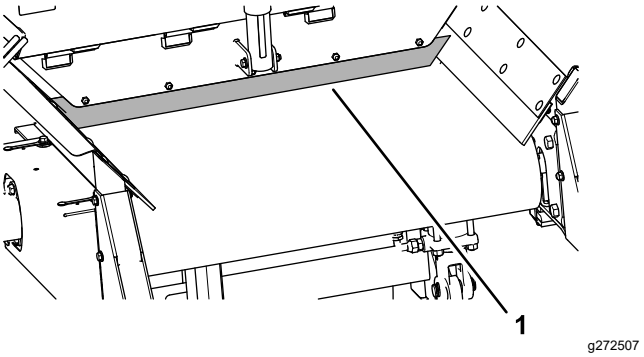

Figur 57
5. Avlägsna bandets rengöringsskrapa från maskinens bakre del (Figur 57).